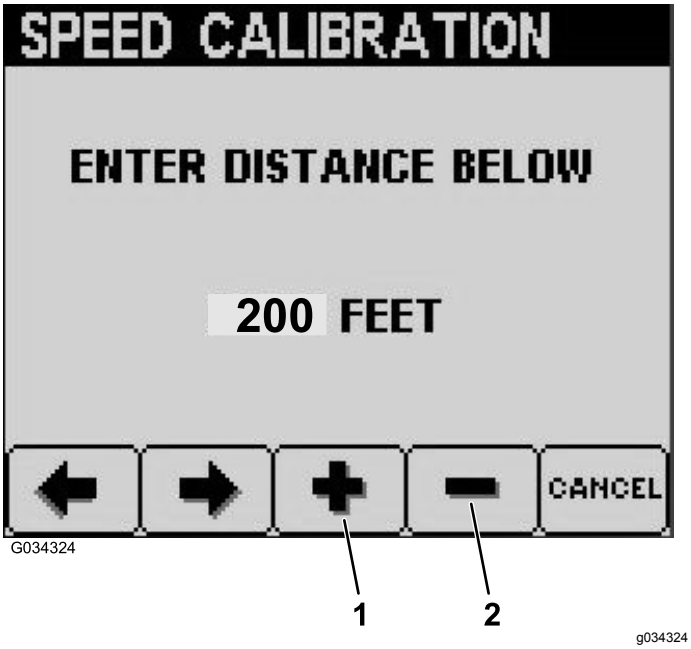

図 32
7. 希望距離を増加させるにはボタン3を押す。希望距離を減少させるにはボタン4を押す図 32。